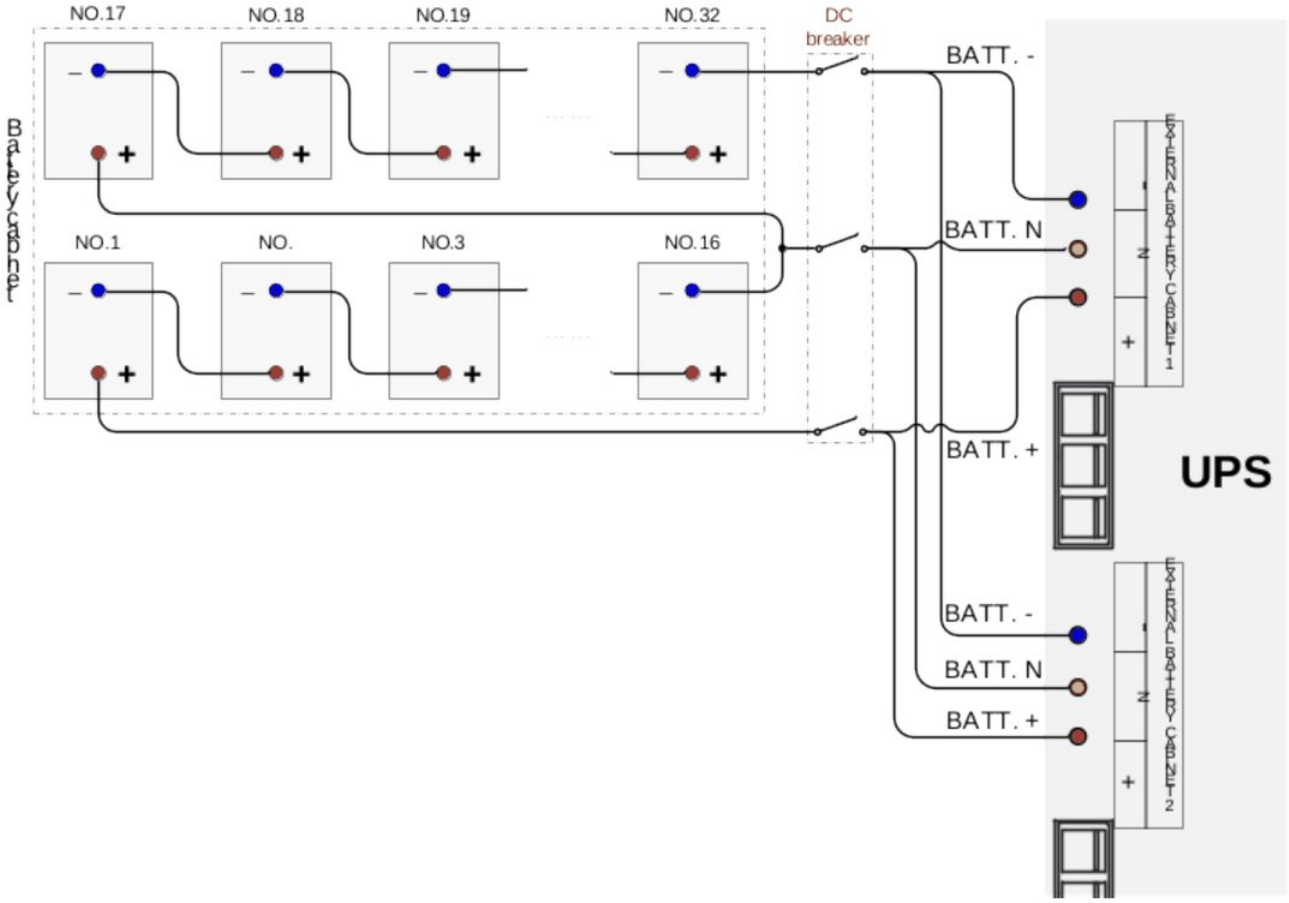
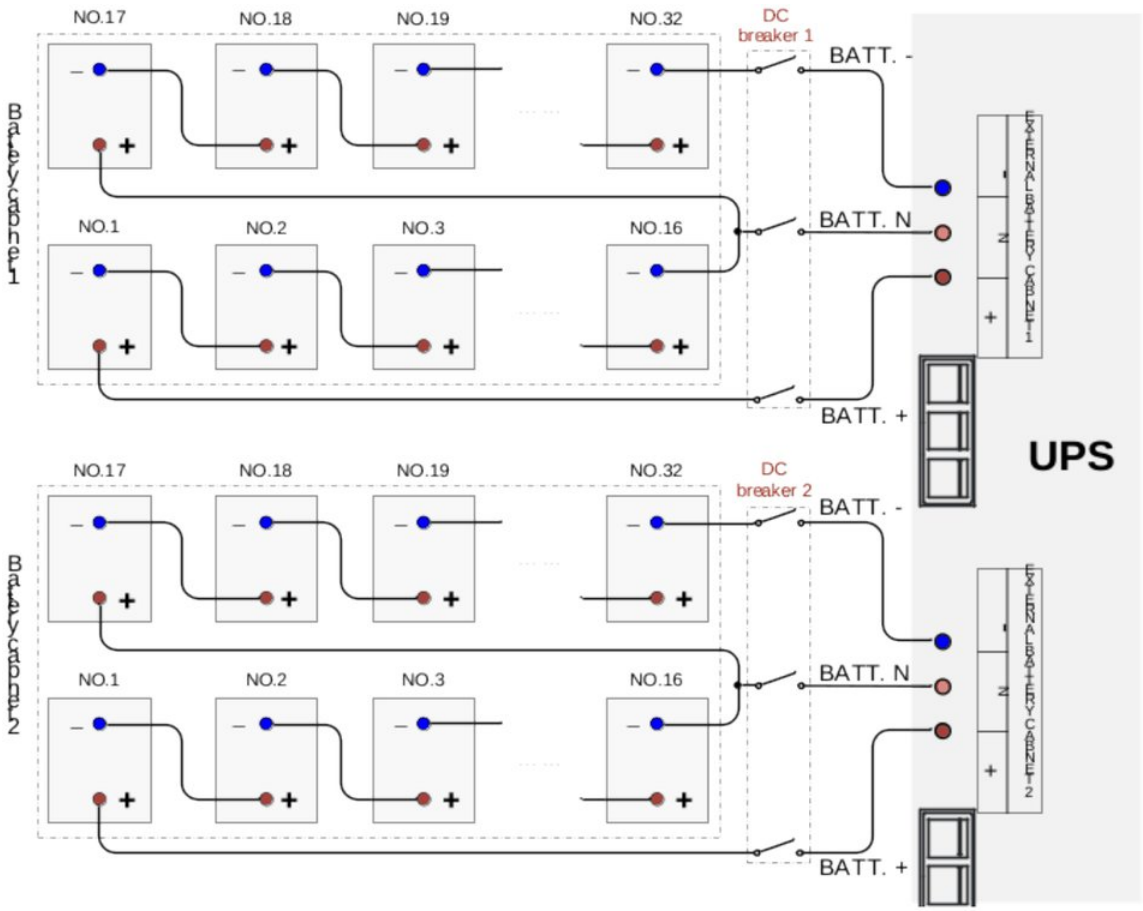

FIGURA 3-25 Schema di collegamento 1 dell'UPS 30K/40K
FIGURA 3-26 Schema di collegamento 2 dell'UPS 30K/40K
La Figura 3-25 e la Figura 3-26 illustrano i metodi di collegamento degli UPS 30K/40K.
- Collegamento 1: 32 blocchi batteria (12 V) collegati separatamente alle due porte per batteria esterna; ogni armadio batterie ha un interruttore 3P; il collegamento esterno comprende BATT.+, BATT.- e BATT. N, come illustrato nella Figura 3-25.
- Metodo di collegamento 2: 32 blocchi da 12 V collegati a ciascuna porta batteria esterna; ogni armadio batterie ha un interruttore tripolare; il collegamento esterno comprende BATT.+, BATT.- e BATT. N, come mostrato in Figura 3-26.